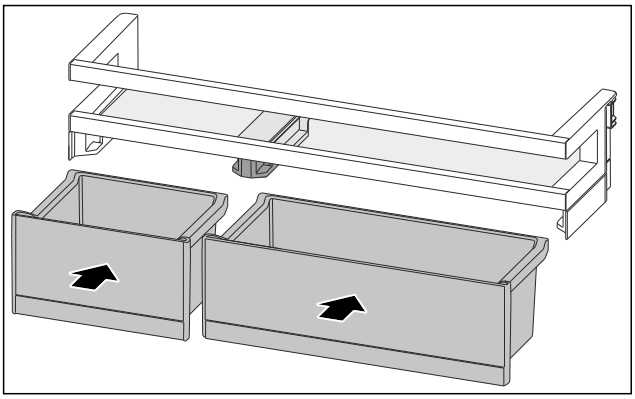

Fig. 108
▶ Introduceți VarioBox-urile dispuse invers. (vezi Fig. 108)